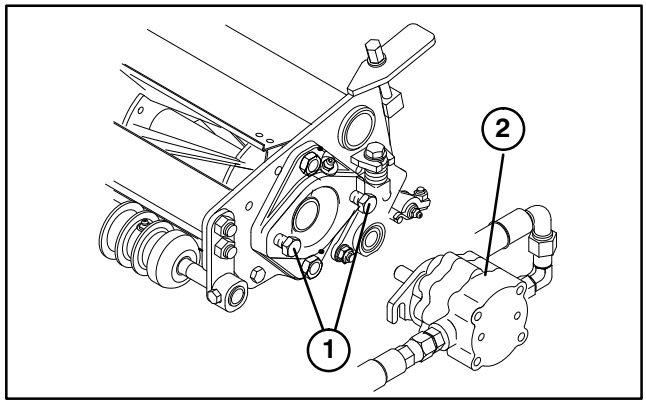

Figure 9
5. Assemble the mounting capscrews for the reel drive motor to each cutting unit. Leave approximately 1/2 in. of threads exposed on each mounting capscrew (Fig. 9).
8. Coat the spline shaft of the motor with clean grease and install the motor by rotating the motor clockwise so the motor flanges clear the studs. Rotate the motor counter–clockwise until the flanges are encircling the studs and tighten the mounting capscrews (Fig. 9).